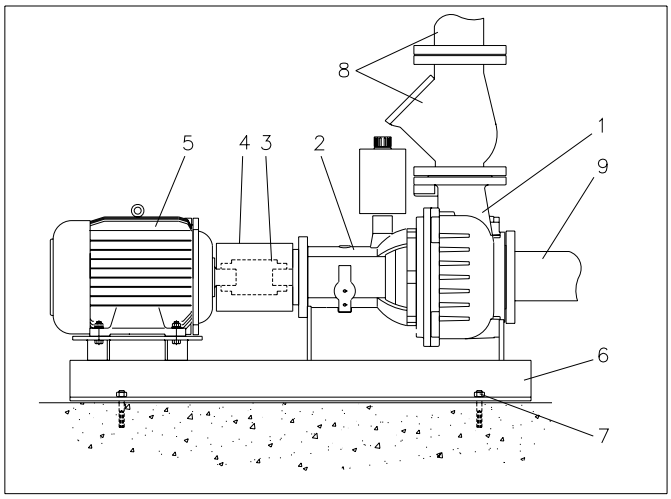

Fig. 7.1
See fig. 7.1
- fixation of the base plate to the floor, see fig. 7.1 pos. 7.
Remove the protection hood, (see fig. 7.1 pos 4).